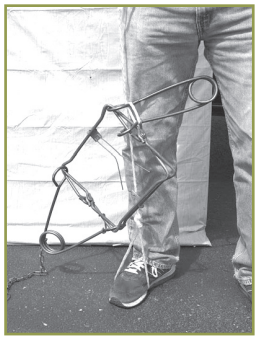

Figure SKF5c. Step 3
3) Place your foot in the looped end of the rope and pull the other end with your free hand or teeth until you can set the safety latch for that spring. (Figure SKF5c). You may need to do this to both springs to completely free yourself.